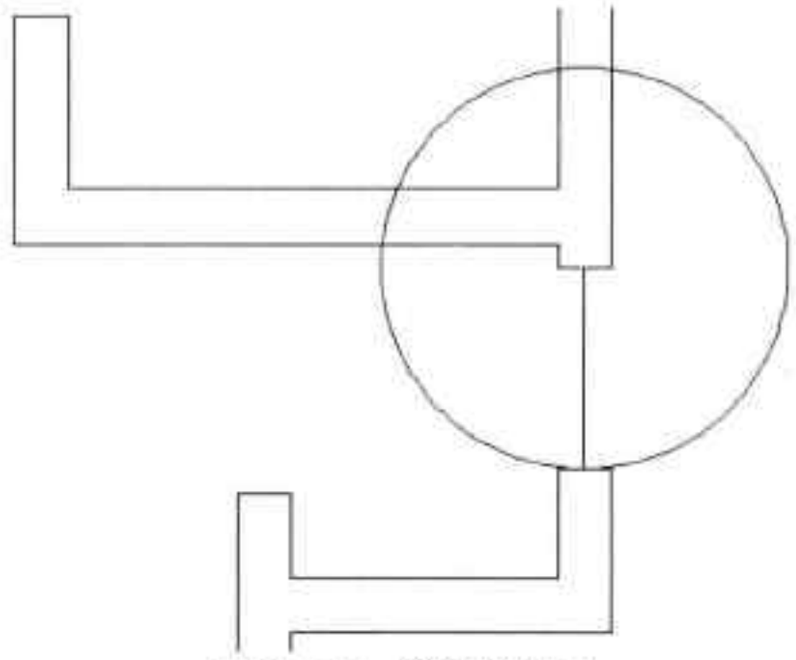

图19-17 绘制辅助圆
Step 02 执行“直线”命令，绘制入户门的中心线，然后执行“圆”命令，以直线上端为圆心，绘制半径为 950mm 的圆，如图 19-17 所示。